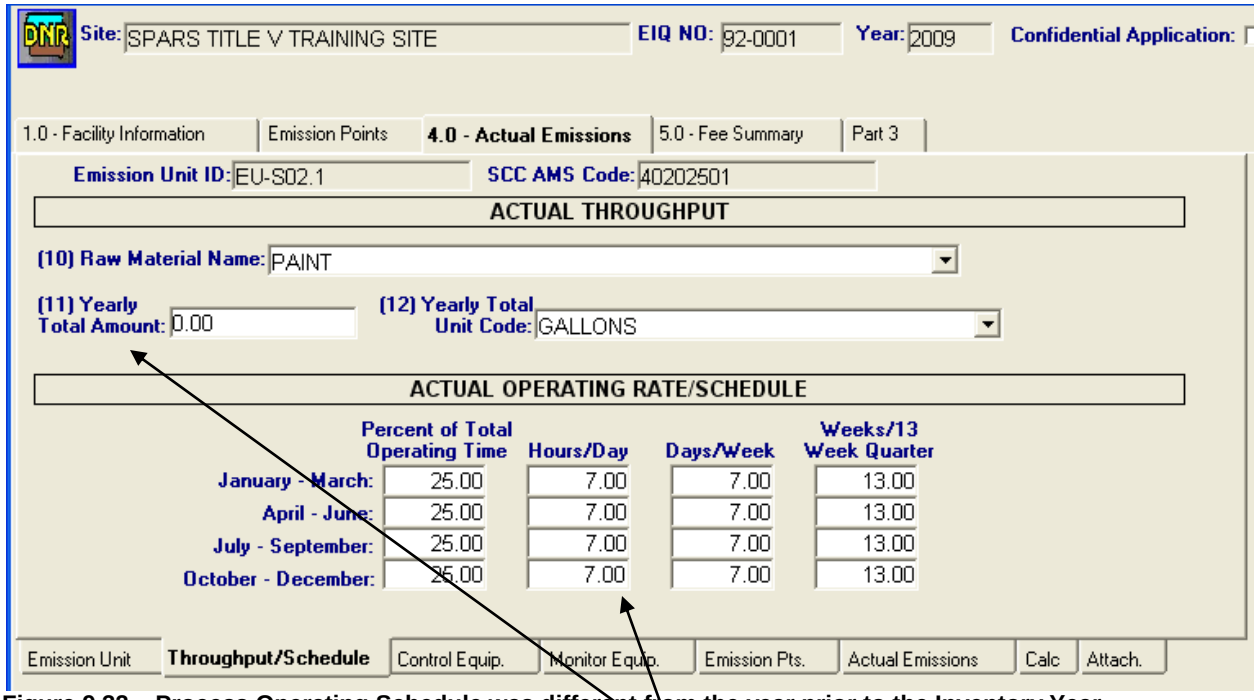

Figure 9.32 – Process Operating Schedule was different from the year prior to the Inventory Year.
- ✓ If the operating schedule for the process during the Inventory Year was different from its operating schedule during the year prior to the Inventory Year, enter the **Yearly Total Amount**, and update the **Actual Operating Rate/Schedule** on the **Throughput/Schedule** sub tab. See Figure 9.32.